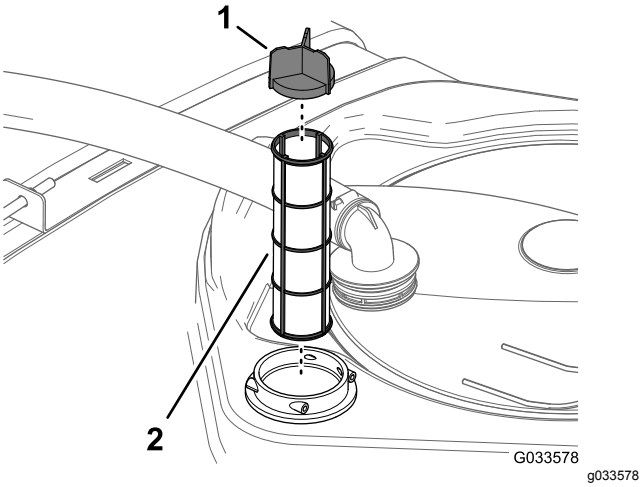

Figur 96
4. Dra ut sugfiltret ur filterkåpan i tanken (Figur 96).